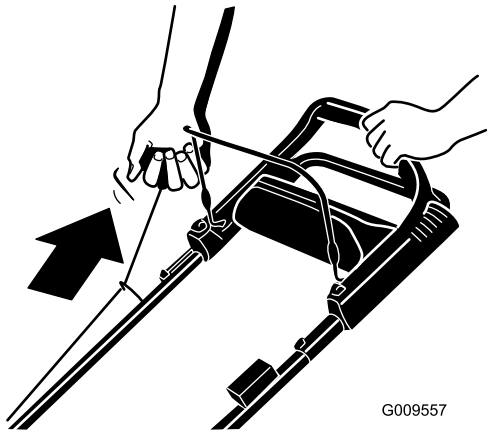

Figura 12
2. Tirate leggermente l'avviatore autoavvolgente fino ad avvertire una certa resistenza, quindi tiratelo con forza (Figura 12). Lasciate che il cordino si riavvolga nell'avviatore lentamente.